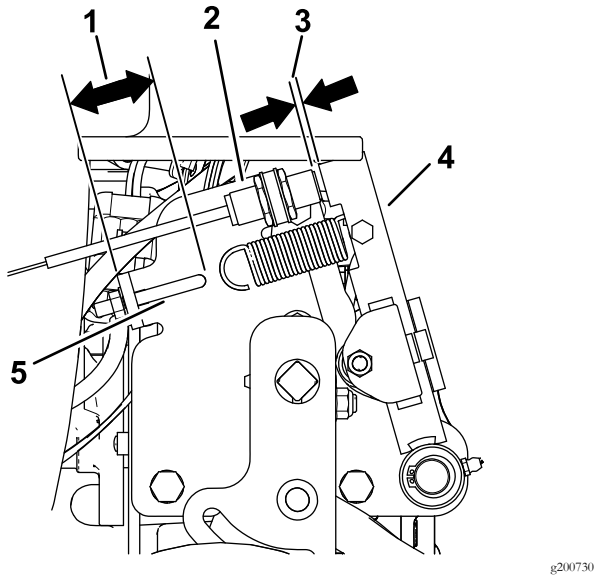

Figura 7
1. Ajuste a tensão nas molas como se mostra na Figura 7.
2. Ajuste o interruptor de ponto morto como se mostra na Figura 7.